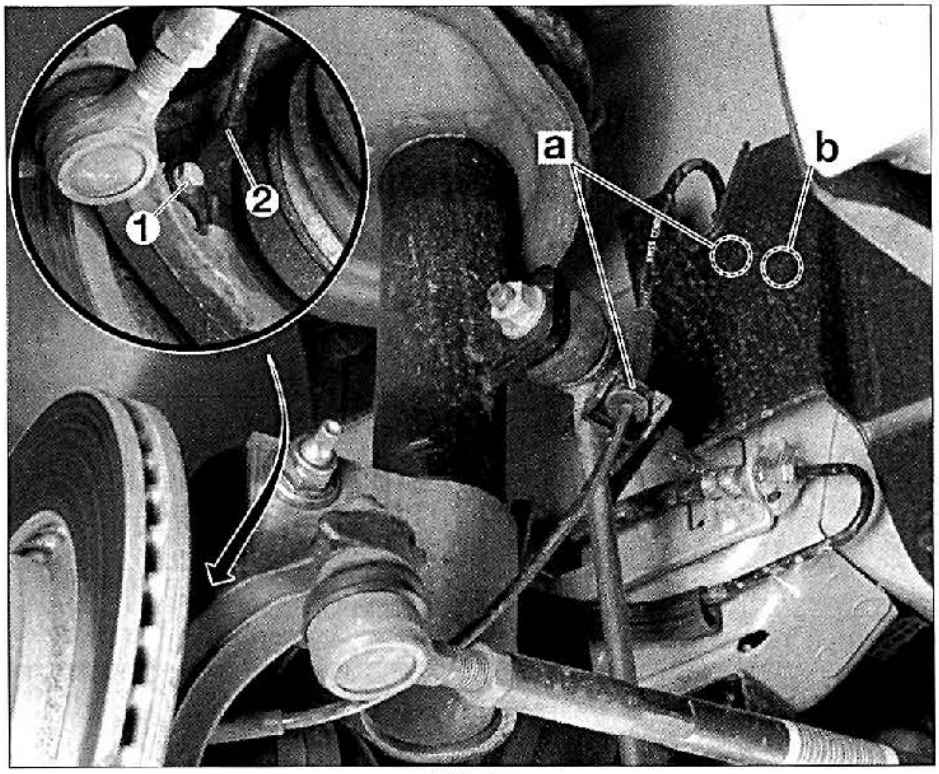

FIG. 24
• Desenchufar el conector en "b" **(fig. 24).**
- el tornillo (1),
- el captador de rueda (2).
• Comprobar la limpieza del captador de rueda (2).